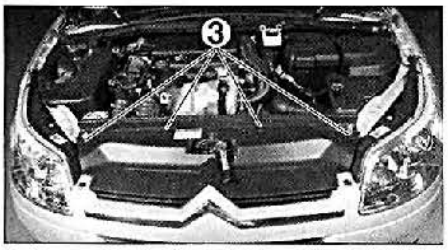

FIG. 5
• Desmontar las grapas (3) **(fig. 5).**